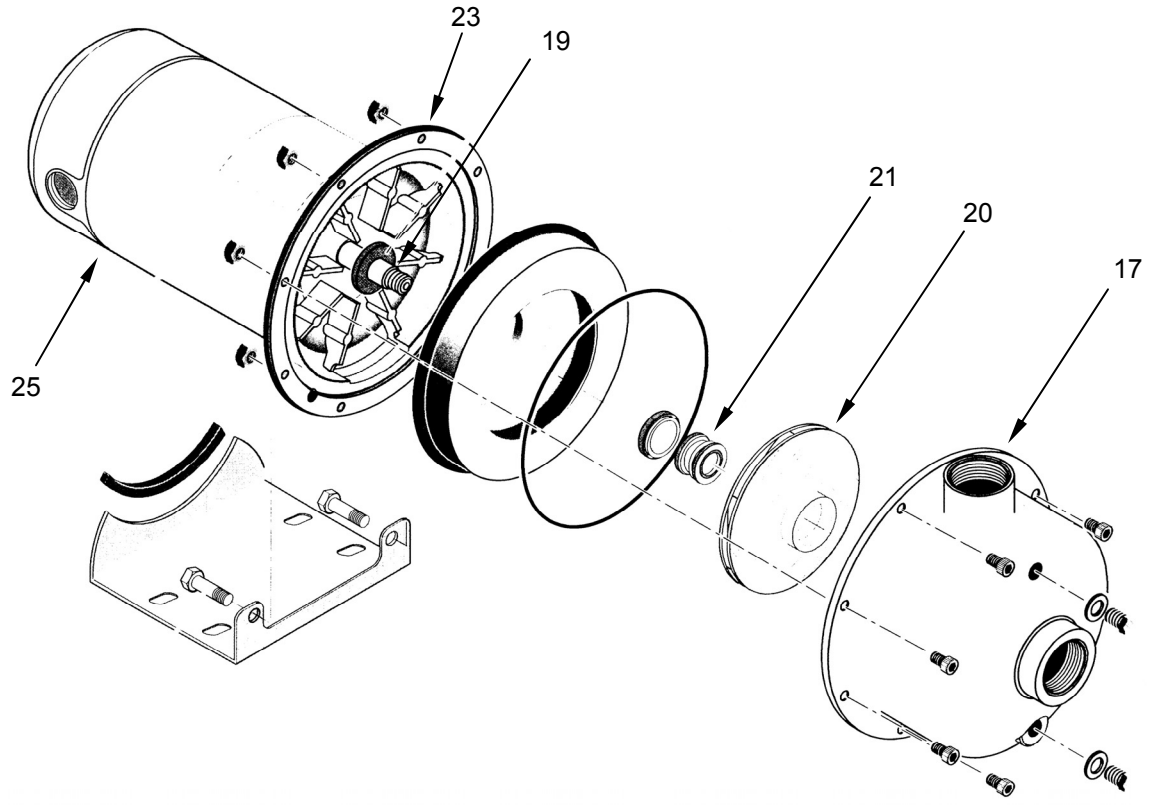

Figure 14. Replace the Pump Motor.
13. Use a wrench to remove the screws retaining the pump casing **(Figure 14, Item 17)**, and remove the pump casing.
14. Remove the impellor **(Figure 14, Item 20)** by unscrewing the impellor from the shaft **(Figure 14, Item 19)**.
15. Remove the spring and seal face **(Figure 14, Item 21)** from the shaft **(Figure 14, Item 19)**.
16. Remove machine screws retaining motor **(Figure 14, Item 25)** to seal plate **(Figure 14, Item 23)**, and remove motor.
17. Install replacement motor **(Figure 14, Item 25)** onto seal plate **(Figure 14, Item 23)**, and retain with machine screws.
18. Install the replacement impellor **(Figure 14, Item 20)** and retain with screw.
19. Install the pump casing **(Figure 14, Item 17)** and retain with screws.